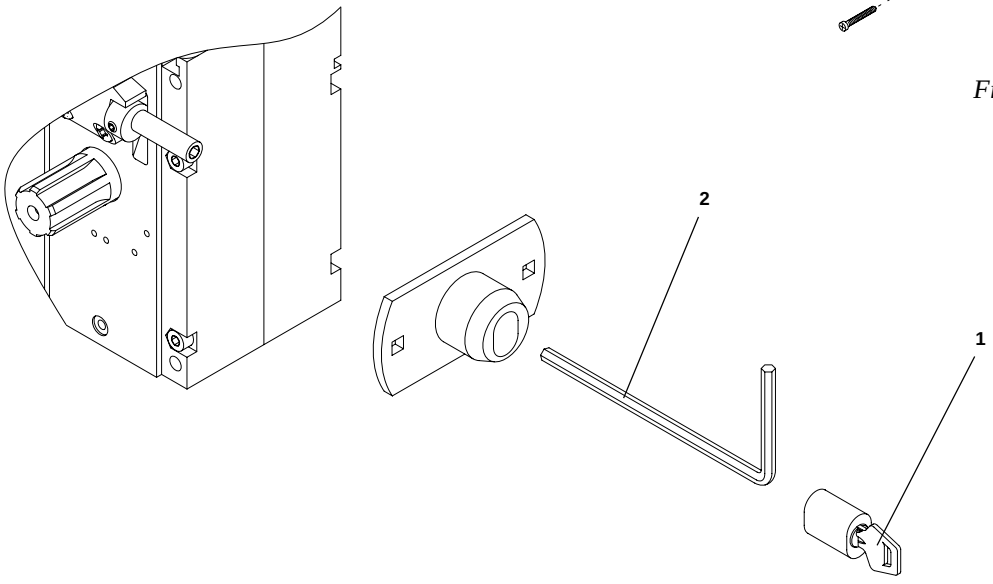

Fig.13
7.3 Sblocco esterno con chiave personalizzata (fig. 13).
7.3 External release with personalized key (fig. 13).
- **Remove the block with the personalized key 1**
7.3 Déblocage extérieur avec clé personnalisée (fig. 13)